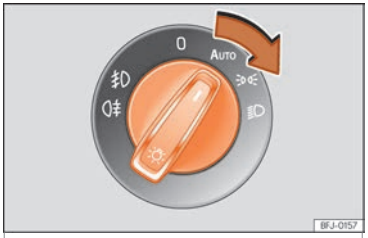

Fig. 97 Painel de instrumentos: comando das luzes.
• Rode o interruptor para a posição desejada ››› **Fig. 97**.